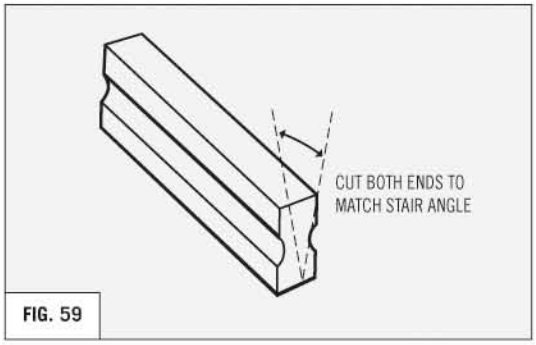

FIG. 59
- Baluster spacers must be miter-cut to match the stair angle. **(REFER TO FIG. 59)**